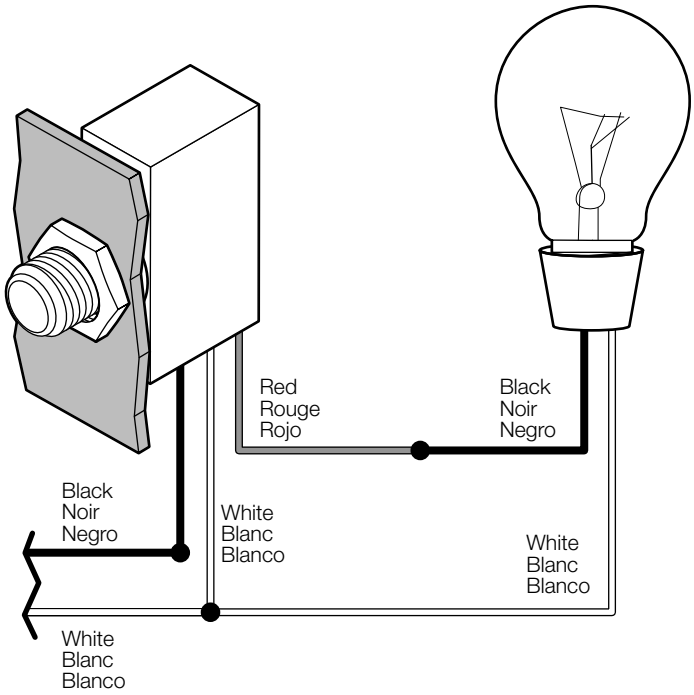

FIG. 2. Wiring Diagram
4. Wire the photocontrol. Refer to FIG. 2.
4. Branchez le photocontrôle. Reportez-vous à la FIG. 2.
4. Coloque los cables en el control fotoelectrónico. Consulte la FIG. 2.